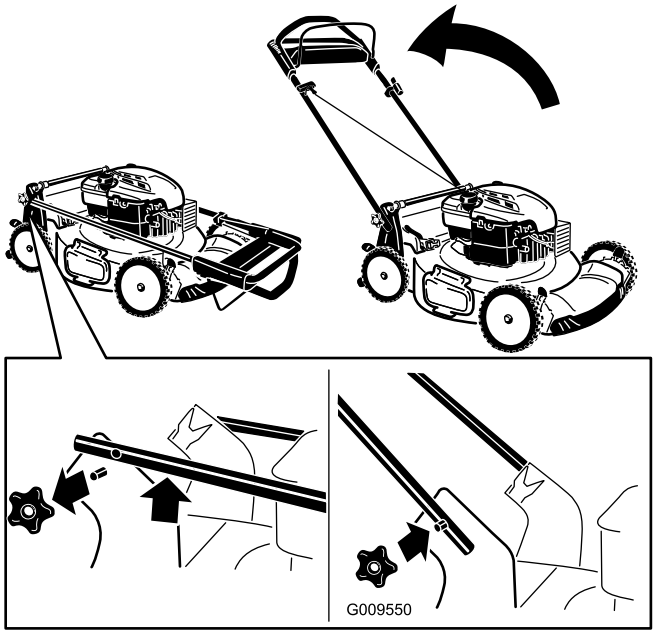

Figura 4
1. Staccate le manopole della stegola dalla scocca della macchina (Figura 4).